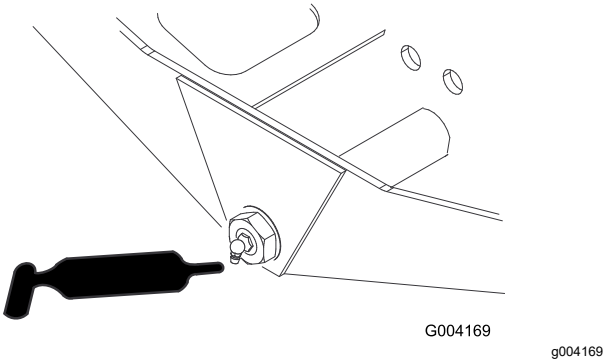

Rysunek 43
- Przegub skrętu (1) (Rysunek 43)